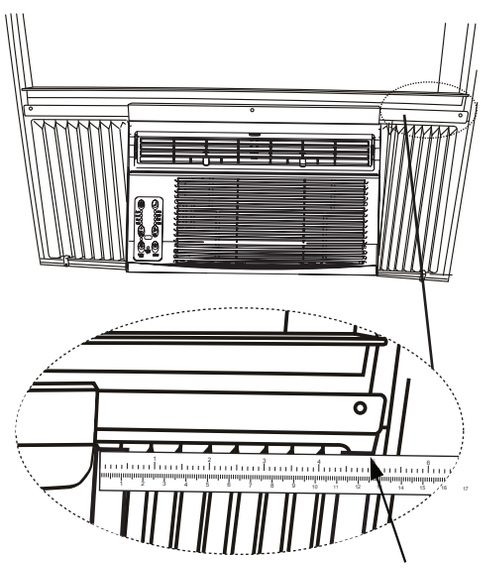

Fig.20
Étape 1. Après l'installation de l'unité sur la fenêtre, mesurez la largeur intérieure du rideau latéral comme indiqué (Fig.20).